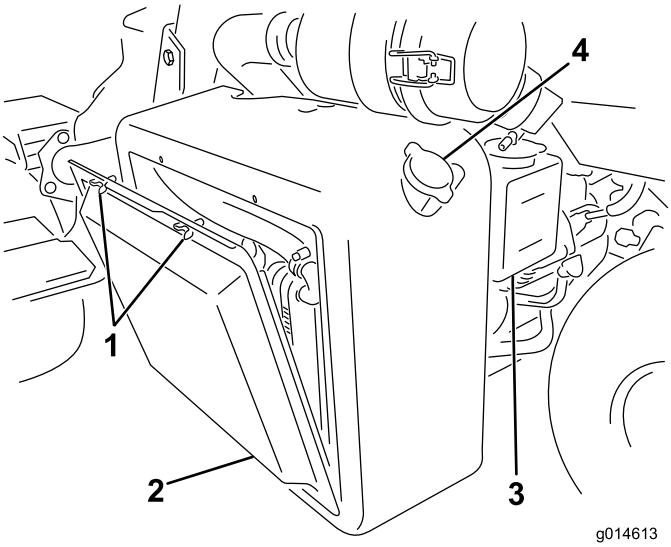

Figur 54
1. Ta bort kylargallret (Figur 54).